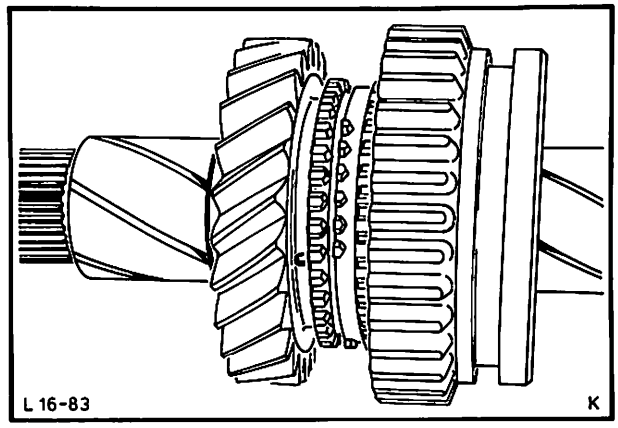

Abb. 100 Rw.-Gang-Verzahnung nach vorne zeigend
28. Synchronring auf den Konus des 2.-Gang-Zahnrades aufsetzen und mit der Synchronkupplungsnabe 1./2. Gang (mit der Rw.-Gang-Verzahnung nach vorne zeigend) aufschieben und sichern, Abb. 100.